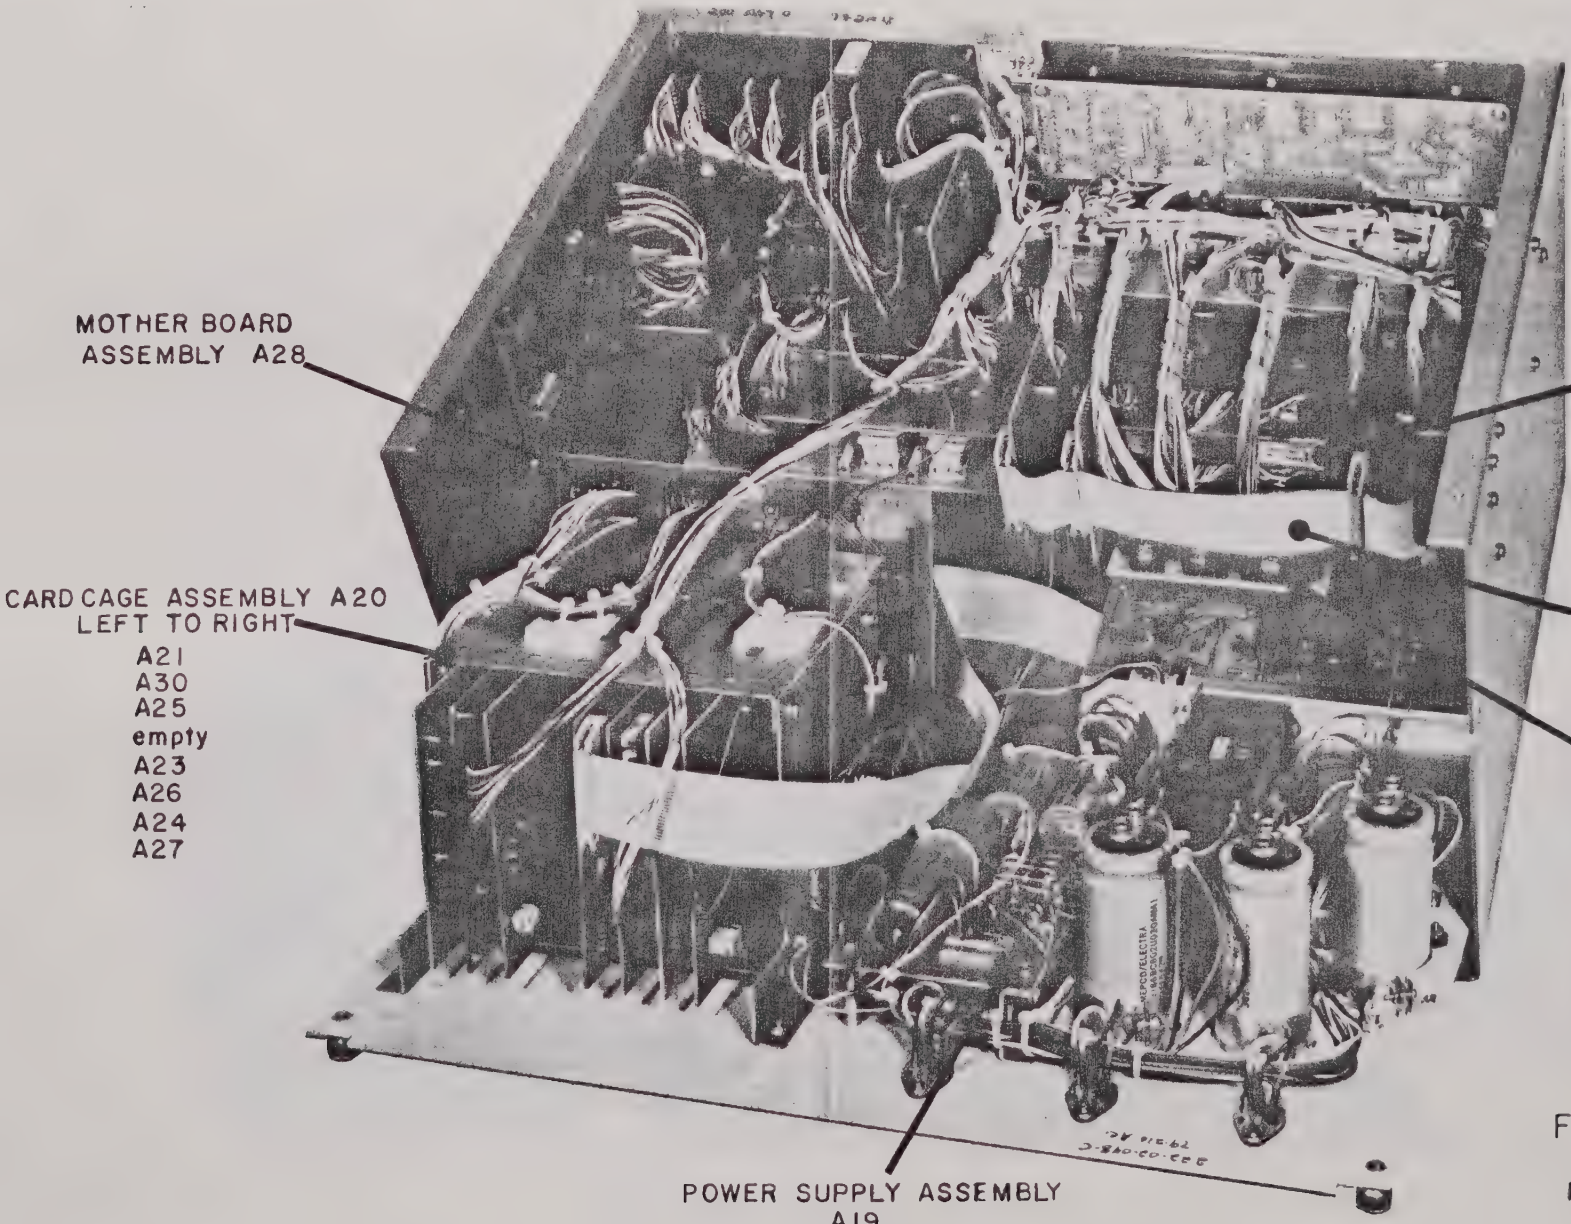

FIGURE 7-4
7.11 Printed Circuit Assembly Removal - Removal instructions follow the sequence used for the Circuit Descriptions of Section 6.0. Be sure the ac power cord is removed from the test set when an assembly is being removed or replaced. Use reasonable care when removing or replacing PC assembly plugs. Refer to figures 7-4, 7-5 & 7-6.